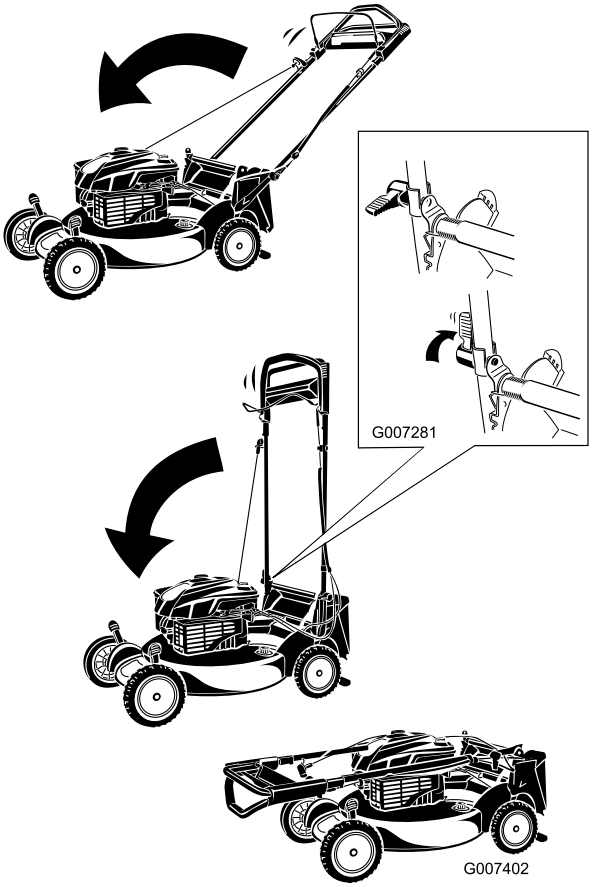

**Figur 43**
1. För handtaget framåt (Figur 43).